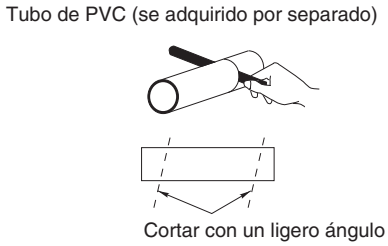

Fig. 3-8
(5) Mida el grosor de la pared desde el borde interior al borde exterior y corte el tubo de PVC con un ligero ángulo 6 mm más corto que el grosor de la pared. (Fig. 3-8)